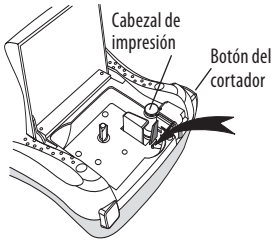

Figura 6
2. Presione el botón del cortador y manténgalo en esa posición para dejar la cuchilla del cortador al descubierto. Ver Figura 6.
3. Limpie suavemente la parte acolchada del utensilio a través del cabezal de impresión. Ver Figura 6.